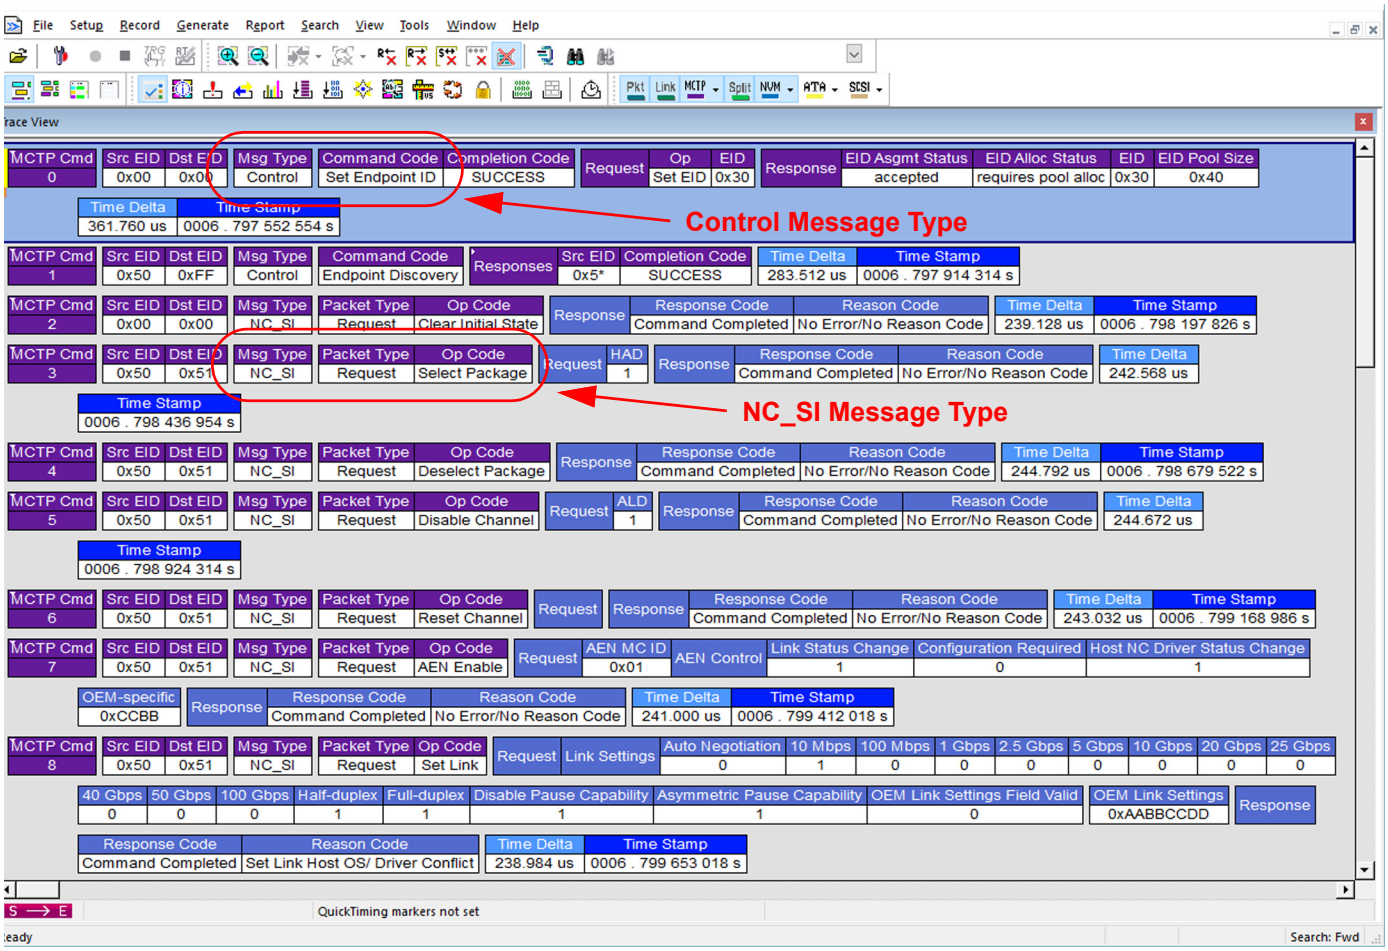

Figure 6.87: MCTP Commands Decoded: Control and NC_SI Types
- MCTP Control: See Figure 6.87 on page 451
- NC-SI: See Figure 6.87 on page 451